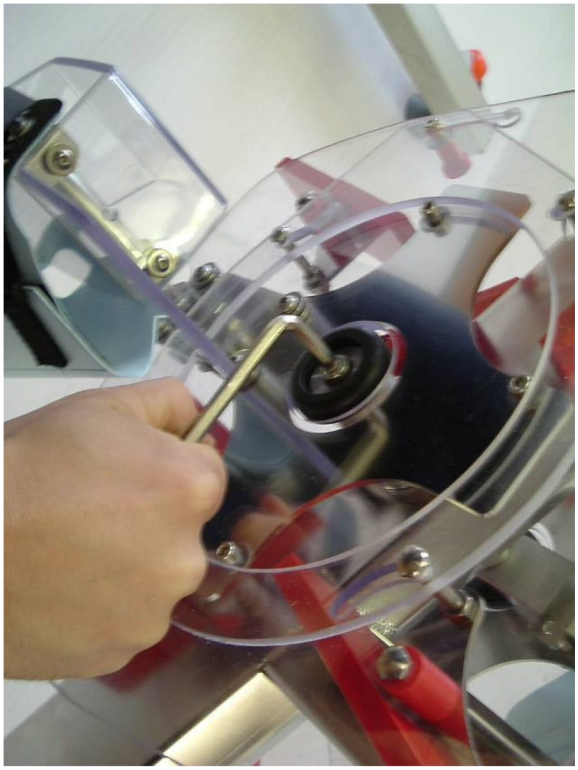

Abb. 5
(4) Die Schraube mit dem mitgelieferten Schlüssel gut festziehen; um den Schraubenkopf nicht zu ruinieren, den Schlüssel senkrecht zur Schraube halten **(Abb. 5)**.